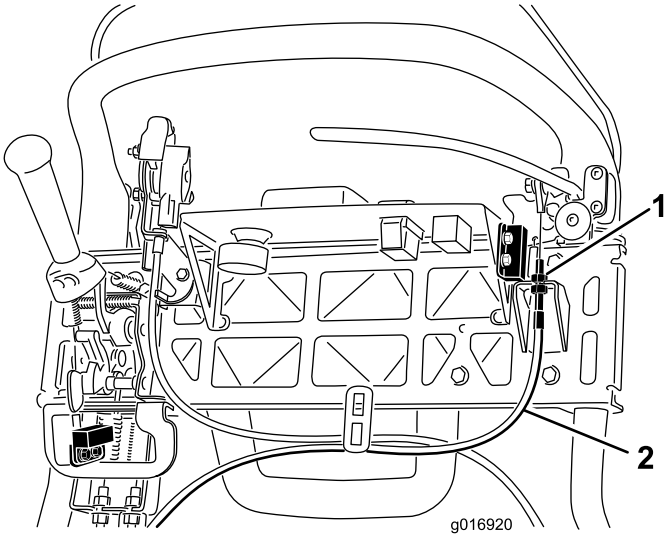

Figur 40
3. Kabelstramningen øges ved at løsne kablets øverste kontramøtrik og spænde kablets nederste kontramøtrik (Figur 40), indtil der kræves en kraft på 156 N på bremsegrebet for at udløse parkeringsbremselåsen.